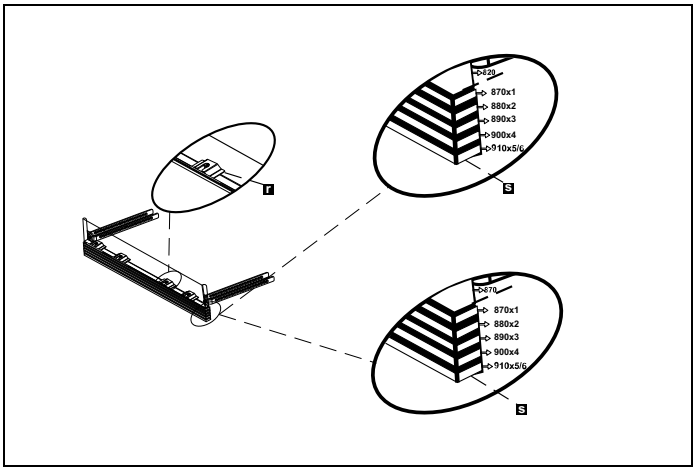

Fig. 20
3) Como se muestra en la Fig. 20 , los pies cilíndricos del zócalo ajustable se fijan a las piezas metálicas de fijación del zócalo y se insertan a través de la cavidad de la pieza.